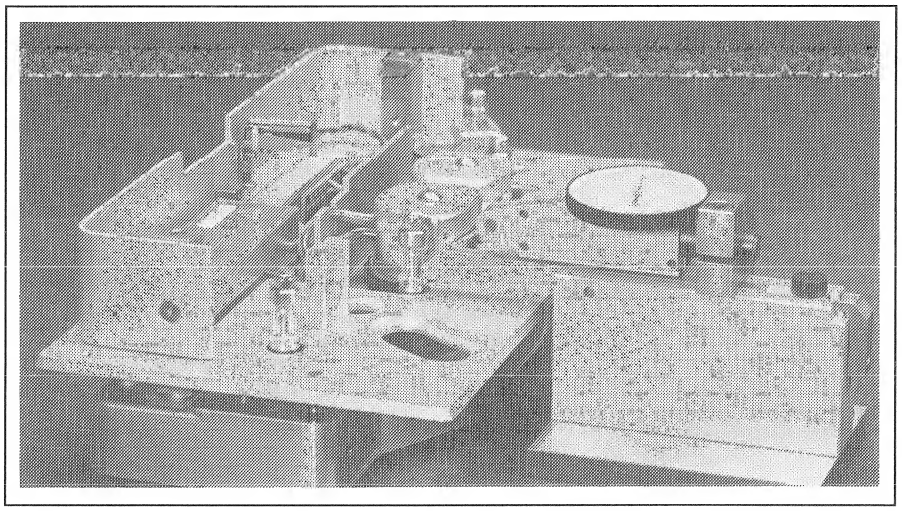

Fig. 3.4.48 **Messen der Bandführungs-Einstellung.**
- Den Messschnabel durch Drücken auf den schwarzen Knopf anheben und zwischen die Führungsscheiben fahren. (Fig. 3.4.48)